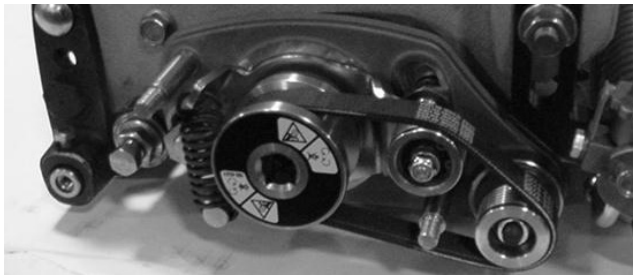

Figure 23
40. Insert the belt onto the driver pulley, idler pulley and driven pulley routing as shown in figure 23.